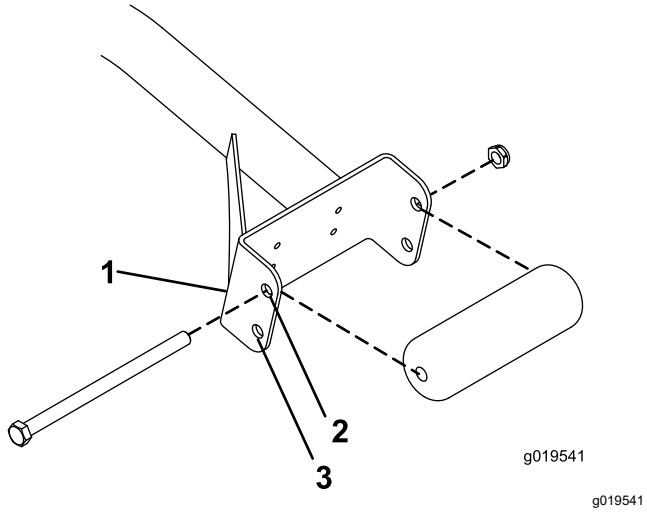

Figur 3
- Om du använder 69 cm klippenheter ska du montera rullarna i de övre fästhålen på stödenhetens kanaler (Figur 3).
- Om du använder 81 cm klippenheter ska du montera rullarna i de undre fästhålen på stödenhetens kanaler (Figur 3).